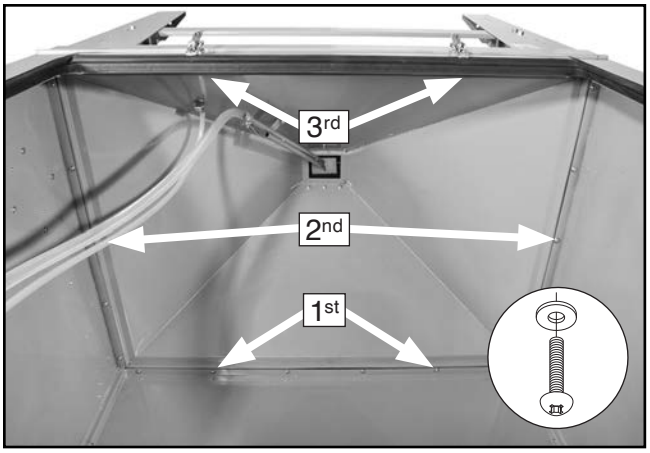

Figure 13. Aligning hopper with cabinet.
9. Starting at inside-bottom of blast cabinet, install (6) M6-1 x 16 Phillips head screws with 6mm flat washers in order shown in **Figure 13** so all mounting holes line up.